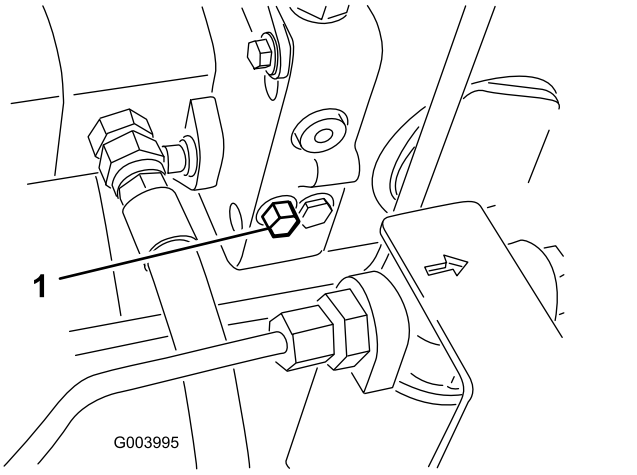

Figur 25
1. Finn omløpsventilen plassert på venstre side av hydrostaten (Figur 25).